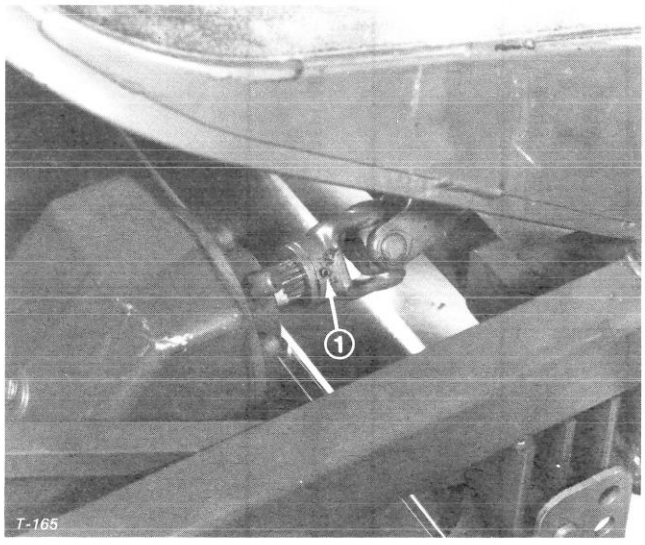

Figure 39
3. Lower cutting unit, remove pins from height-of-cut brackets (4).
4. Drive roll pin out of yoke and input shaft of gear box (Fig. 39). Slide yoke off the input shaft. If traction unit will be used without the cutting unit, remove the PTO shaft from the traction unit; refer to PTO Shaft Removal, page 16.
A. Cutting units usually operated at 1 to 2 in. (25 to 51 mm) height-of-cut should have the low side of the cutting unit raised. Remove the lynch pin securing castor wheel on low end (Fig. 39) and remove castor assembly.